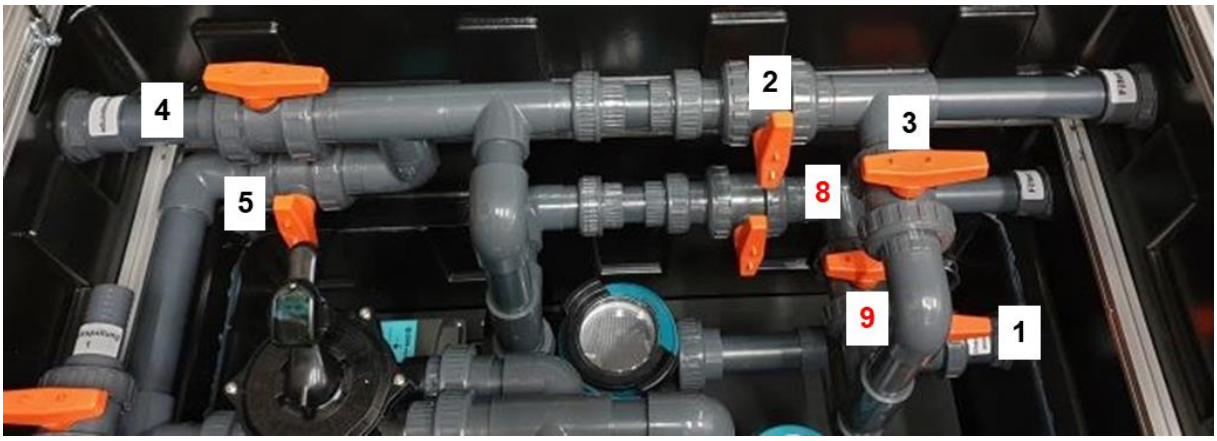

Abbildung 4 Kugelhahnstellung zur Entlüftung der Filtersaugleitung
Schritt 2: Filterrückspülung mit Anschluss an Kanalisation Abbildung 4
Schritt 3: Entlüftung der Filtersaugleitung (Abbildung 4)